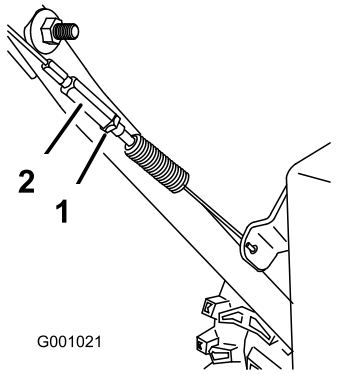

Figur 46
3. Stram låsemutteren (Figur 46).